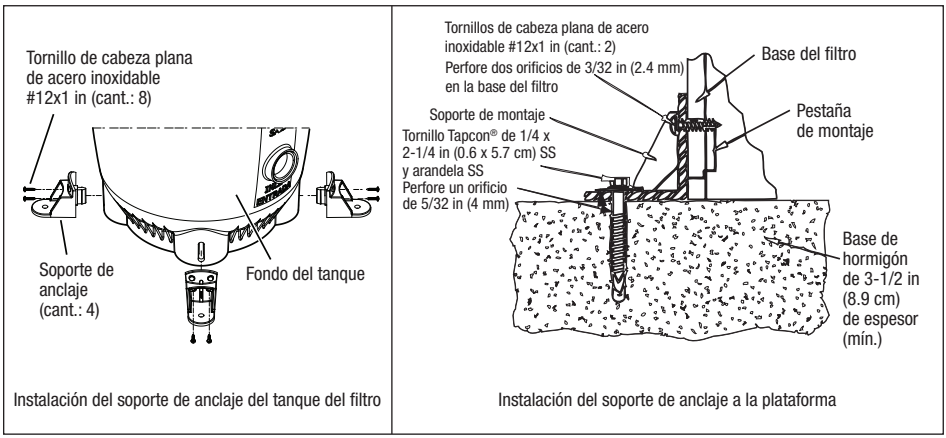

Figura 3. Anclaje del filtro a la base del equipo.
Instale los tornillos Tapcon y las arandelas a través de los cuatro (4) soportes de anclaje para sujetar el filtro a la base del equipo (consulte la Figura 3). **No apriete en exceso los tornillos.**